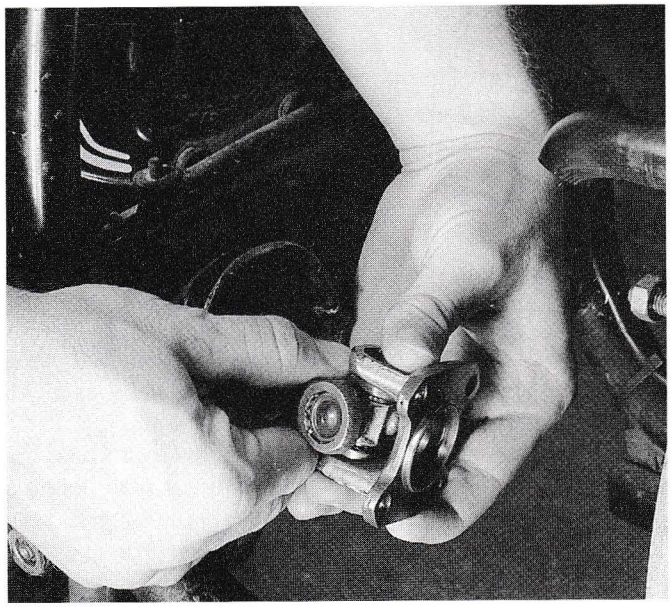

Figure 21-42. Universal joint looseness is easily determined by moving or wiggling each joint section separately.
- Inspection for universal joint looseness. This is shown in **Figure 21-42.**